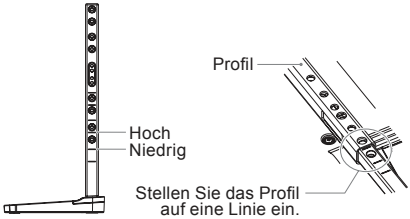

Abbildung 1
1. **Die Linien auf der Tragsäule dienen zum Einstellen der Höhe (Abbildung 1). Stellen Sie das Profil auf die Linien ein.**